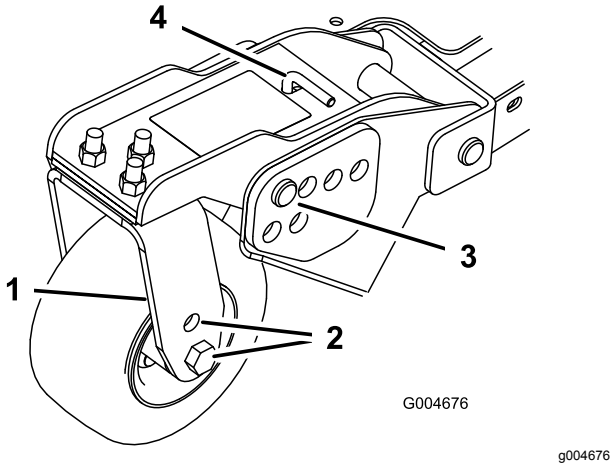
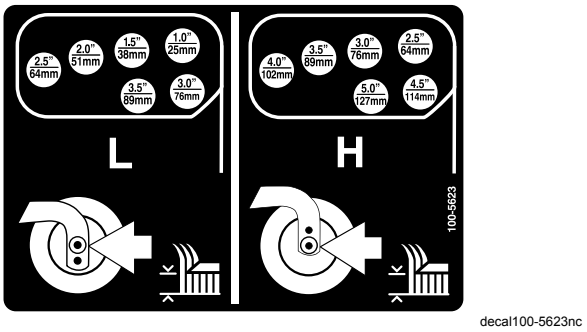

Figuur 22
Figuur 23
1. Plaats de assen van de zwenkwielen in dezelfde openingen in alle zwenkwielvorken (Figuur 20 en Figuur 22).
6. Verwijder de R-pennen en de gaffelpennen uit de zwenkwieldraaiarmen (Figuur 22).
7. Draai de spanstang om de draaiarm hoger of lager te zetten totdat de openingen zich recht voor de gewenste openingen in de maaihoogtebeugel van het maaidekframe bevinden (Figuur 22 en Figuur 23).